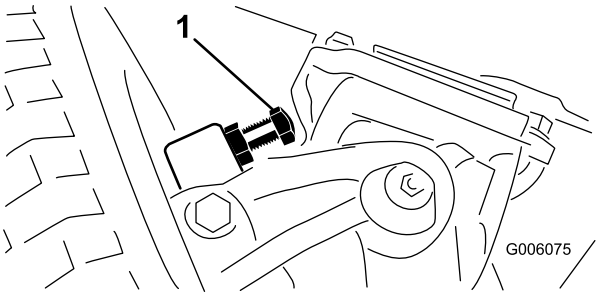

Figur 72
1. Skru boltene inn eller ut til du oppnår en klaring på 2,3 mm (Figur 72).